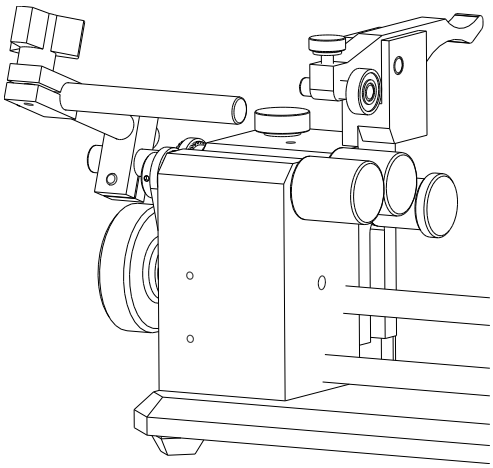

Figure 16. Back Stop Assembly (Front view)
10.0 Back Stop Set-up – (See Figures 16 and 17)